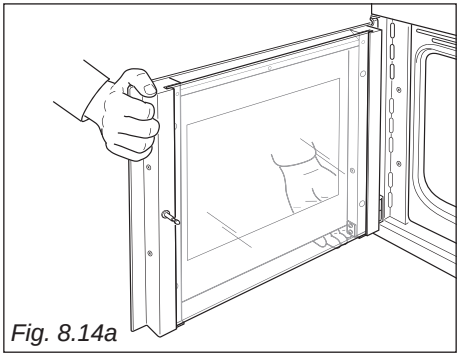
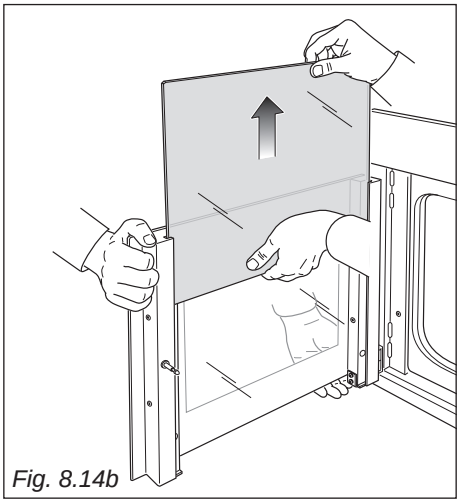

Fig. 8.14a
Fig. 8.14b
When removing and replacing the inner glass, the door should be held still by one person (fig. 8.14a). A second person should gently remove the glass (fig. 8.14b).
- Gently pull out the inner pane of glass (fig. 8.14b). Forcible removal of the door glass may lead to damage of the door hinges.